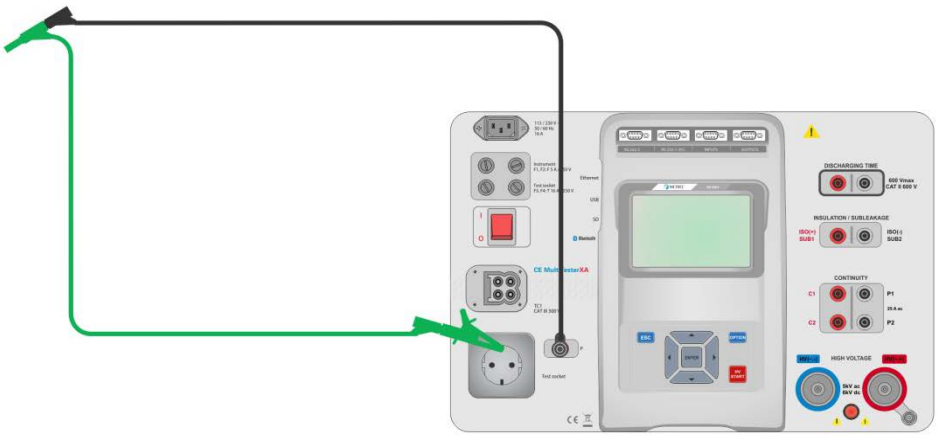

Figure 6.20: Shorted test leads
- Connect test leads to the instrument and short the test leads together, see *Figure 6.20*.